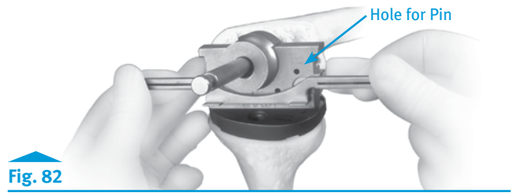

Fig. 82
- If the Femoral Stem Base/Cutting Block is in proper alignment and rotation, insert two Headless Holding Pins into the upper two holes **(Fig 82)**. Then proceed to "Step 6: Finish Femur."
- Confirm appropriate external rotation, and insert two Headless Holding Pins in the upper two holes of the block **(Fig. 82)**.